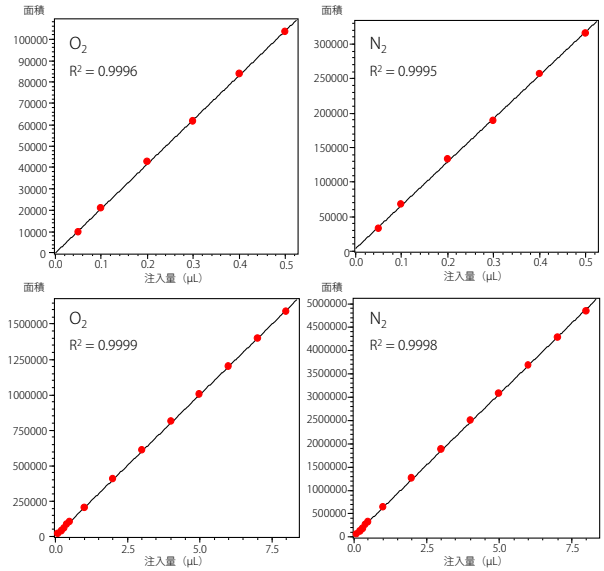

図6　酸素、窒素の検量線
シリンジ①：プランジャインニードルシリンジ 0.5 µLと、シリンジ②：Xtra Life マイクロシリンジ 10 µLを用いて、注入量を変化させ検量線を作成しました。図6に酸素、窒素の検量線の結果を示します。両シリンジの検量線ともに良好な直線性が得られました。表2にシリンジ①、②を用いた時の、0.1-0.5 µL注入時面積値及び面積比を示します。シリンジ②の低容量では面積値が低く出ますが、0.5 µLで比較するとほぼ同様の値を得ることができています。このことから0.05 µLから8 µLの間で検量線を作成することができると考えられます。